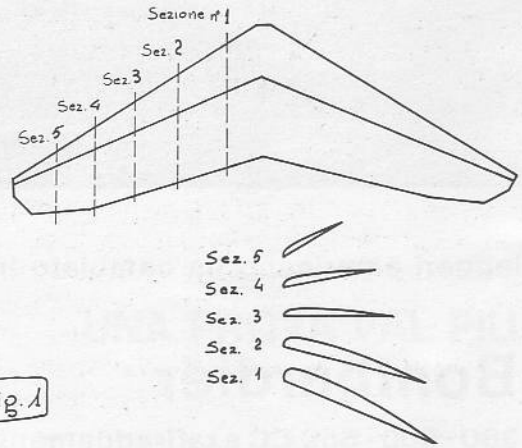

Fig. 1
a) **SVIRGOLAMENTO:** è la caratteristica fondamentale dell'aquilone e per capire bene cosa è sarà sufficiente dare un'occhiata alla fig. 1; come si può vedere le semiali prsentano una leggera torsione in modo che le estremità delle stesse hanno un angolo minore rispetto a quello del profilo in chiglia; in tal modo l'angolo di attacco non è costante lungo le ali, ma varia in modo continuo riducendosi dalla chiglia alle estremità alari. In questo caso si dice che lo svirgolamento è negativo. Dal punto di vista